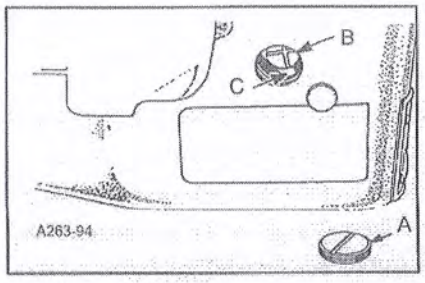

FIG.12
When change in stitch length is required,remove large plug screw(A,Fig.12).Loosen feed rocker driving link screw(B)in lever (C).Moving the feed rocker driving link up in the lever slot lengthens the stitch,moving it down ,shortens the stitch, Retighten link screw(B)securely and replace plug screw(A).